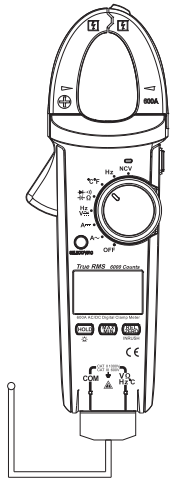

Figure 1 3
9. Frequency (See Figure 1 2)
10. Temperature measurement (see Figure 1 3)